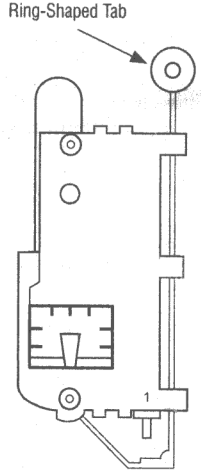

Figure 10b - Detail, Door Switch/Lock Assembly
4. Located on the top of the door switch/lock assembly is a ring-shaped tab (see figure 10b, page 21).